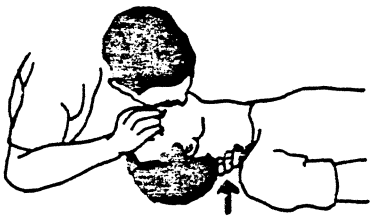

Figure 3.
b. Open your mouth wide and take a deep breath. Make a tight seal with your mouth around the victim's mouth as shown in Figure 3 and blow into the victim's mouth.